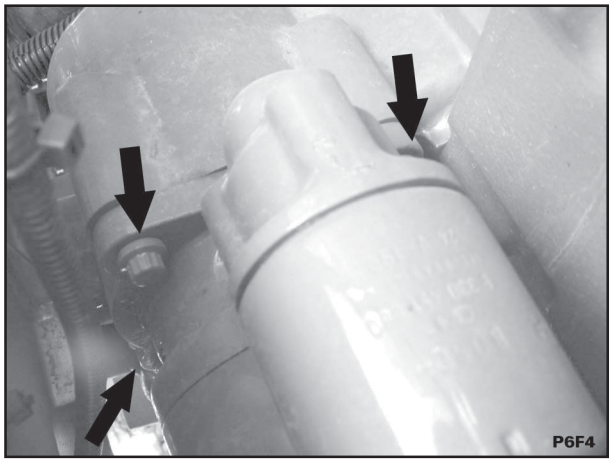

Fig. 5
1. Posicione o motor de partida na máquina e instale as arruelas e os parafusos (setas – fig. 5).